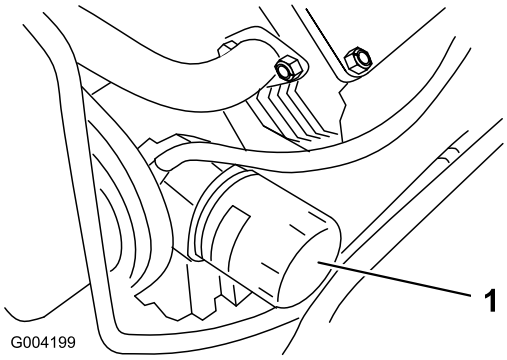

Figuur 33
3. Verwijder het oude filter (Figuur 33) en veeg het oppervlak van de pakking van het filtertussenstuk schoon.